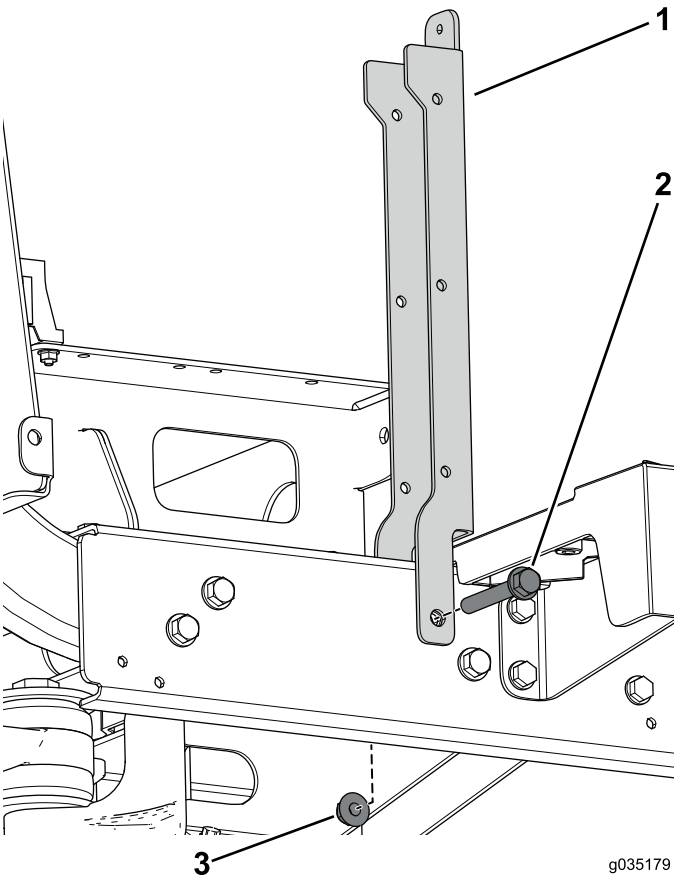

Figure 84
4. Use the flange bolt (3/8 x 2-1/2 inches) and flange nut to secure the seat support (Figure 84).